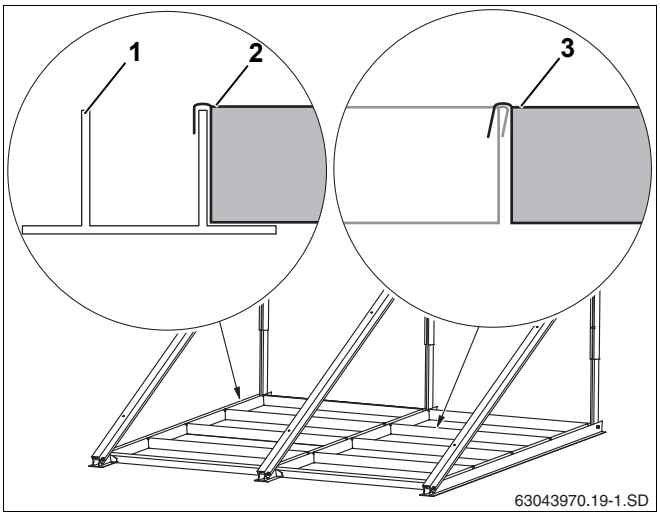

Рис. 27 На каждый коллектор 4 ванны с утяжелителем
- Установить ванны для утяжелителя (рис. 27, **поз. 2**) в нижний профиль (рис. 27, **поз. 1**) и друг в друга (рис. 27, **поз. 3**).